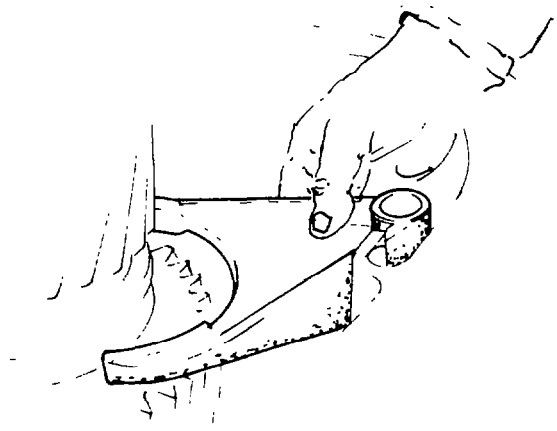

Fig. 247 — Installing Hi-Lo Range Selector Fork
i. Engage the Hi-Lo range selector fork in the groove provided in the Hi-Lo range sliding clutch (see fig. 247).